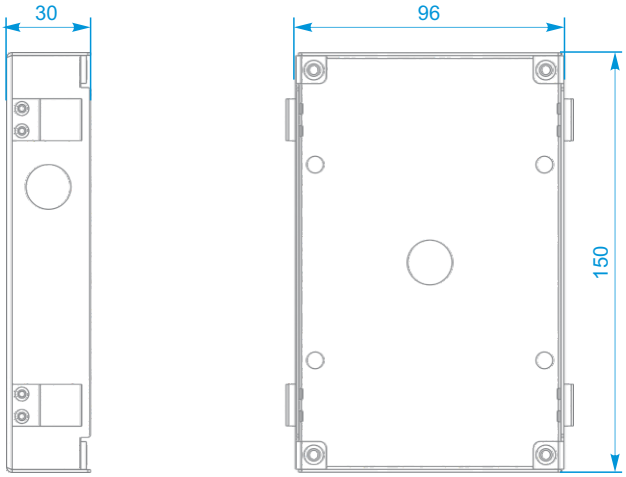

Рис. 3 – Корпус с крепежными пластинами.
Монтаж производится с помощью крепежных пластин (распорных лапок) расположенных на боковой поверхности корпуса вызывной панели (рис.3).
1. В корпус (рис.3) через отверстия подводится кабель подключения (входной);
3. Корпус с крепежными пластинами (рис.3) устанавливается в стену, лапки распорные разгибаются для закрепления изделия на месте монтажа;